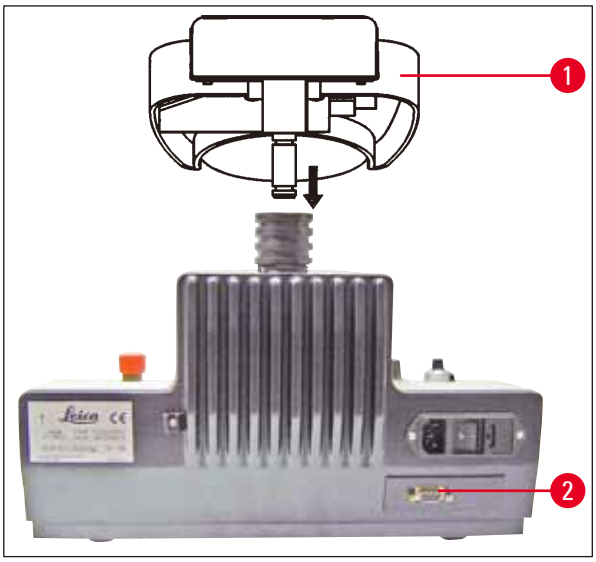

Fig. 8
- Coloque-o no aparelho conforme mostrado na (→ Fig. 8).